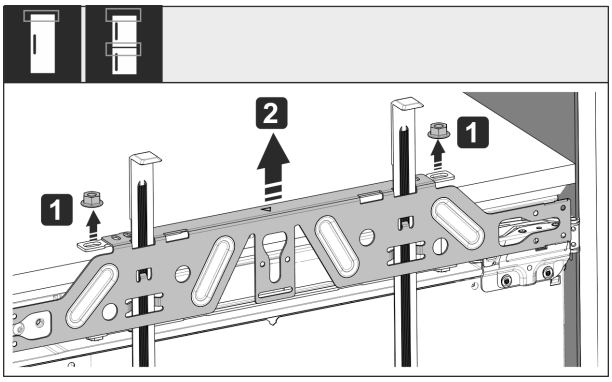

Fig. 55
▶ Desserrer les contre-écrous *Fig. 55 (1)*.
▶ Retirer la traverse de fixation *Fig. 55 (2)*.